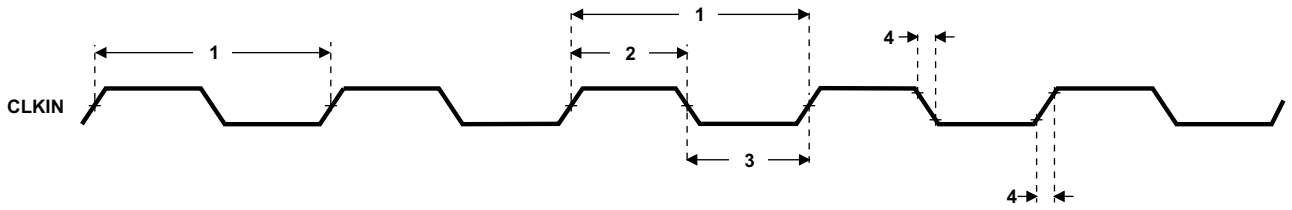

Figure 5-16. CLKIN Timing
Table 5-13. Timing Requirements for CLKIN(1) (2) (see Figure 5-16)